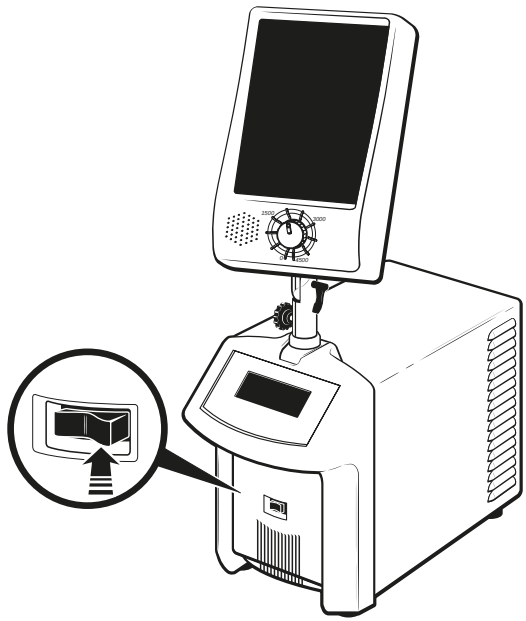

Abbildung 3-10. Position des Einschalt-/Bereitschaftsschalters
4. Stellen Sie den Einschalt-/Bereitschaftsschalter auf die Stellung „EIN“ (siehe Abbildung 3-10). Drücken Sie dazu auf die rechte Seite des Wippschalters.